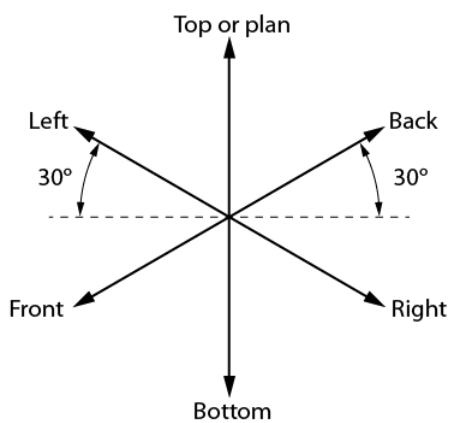

Figure 5.1.2: Step 1: Isometric guide for front-right view
Draw a small star-shaped axis on the bottom corner of your grid paper. The sloping axes should be drawn at a 30-degree angle from the horizontal grid line. The vertical axis of the star indicates height (H) or depth (D), and the two sloping axes indicate the length (L) and the width (W) of the rectangle. The vertical axis can be used as a guide when making lines on your drawing. Notice we have labeled the points on the star in Figure 5.1.2. When drawing a stationary object, these labels can change depending on your desired view. The bottom two horizontal points indicate the view that is being drawn. In this case, we would be creating a front-right view.